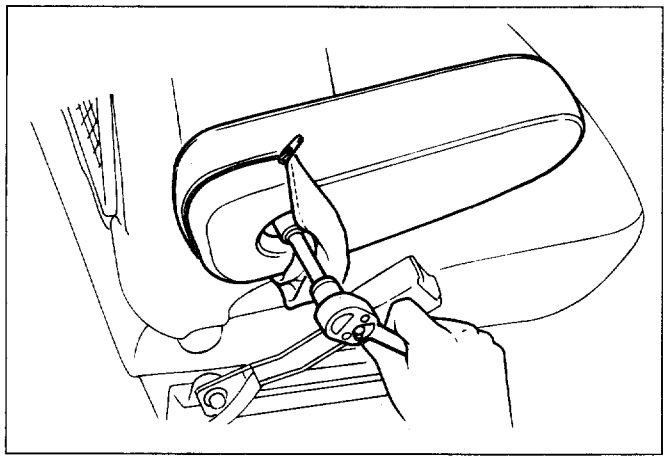

Fig. 10-199
- Open the armrest fastener and remove the fixing bolt (Fig. 10-199).